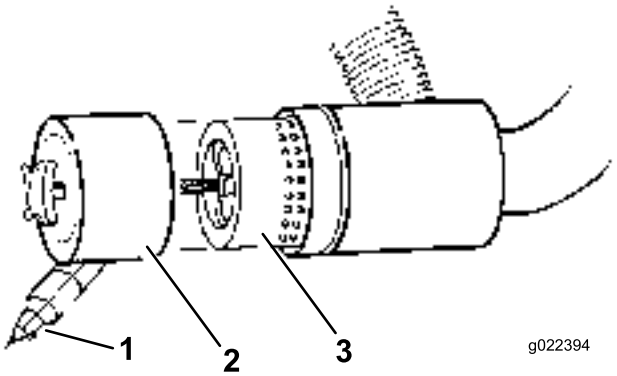

Figur 49
3. Ta bort och byt ut filtret (Figur 49).